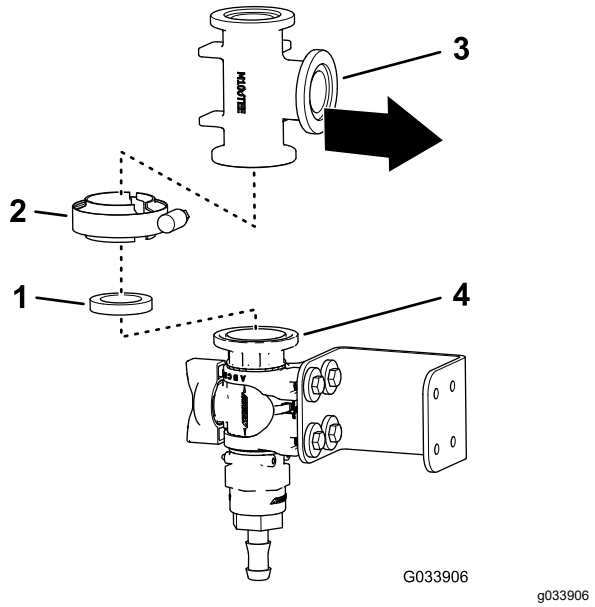
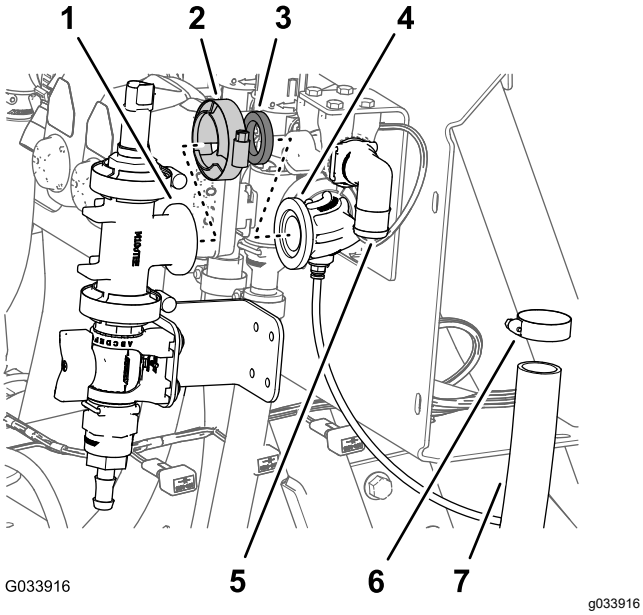
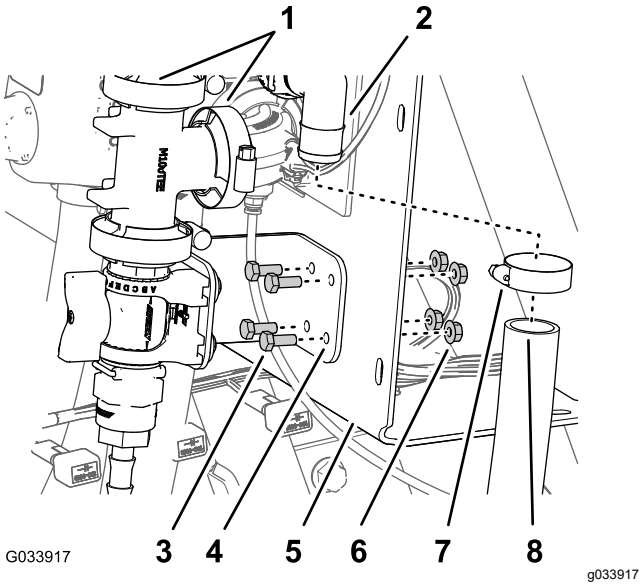

Rysunek 13
Rysunek 15
Rysunek 18
4. Ustaw kołnierz trójnika równo z kołnierzem zaworu regulacyjnego w sposób pokazany na Rysunek 13.
5. Luźno zamocuj trójnik do zaworu regulacyjnego za pomocą uszczelki i obejmy kołnierza (Rysunek 13).
1. Ustaw kołnierz trójnika z równo z kołnierzem kolanka 90° ze złączem do rury czujnika (Rysunek 15).
2. Luźno zamocuj trójnik i kolanko 90° za pomocą uszczelki i obejmy kołnierza (Rysunek 15)
4. Zdejmij obejmę, uszczelkę, trójnik z kołnierzem z kolanka 90° ze złączem do rury czujnika (Rysunek 15).
1. Ustaw kołnierz trójnika z równo z kołnierzem kolanka 90° ze złączem do rury czujnika (Rysunek 18).
2. Luźno zamocuj trójnik i kolanko 90° za pomocą uszczelki i obejmy kołnierza (Rysunek 18).
4. Dokręć ręcznie obejmę kołnierza mocującą zawór regulacyjny i trójnik (Rysunek 13) oraz obejmę kołnierza mocującą trójnik do kolanka 90° ze złączem do rury czujnika (Rysunek 15 oraz Rysunek 18).